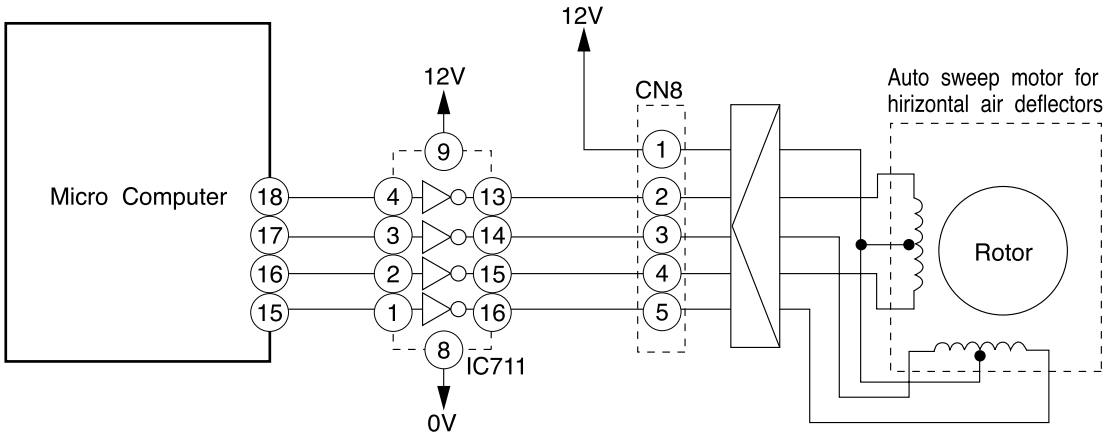
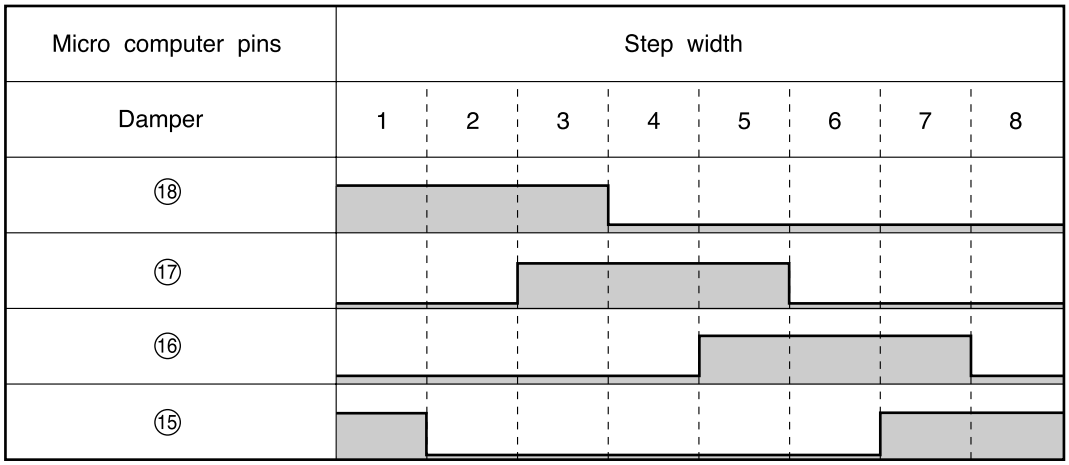

Fig.4-1 Auto Sweep Motor Circuit (Horizontal air deflectors)
Fig.4-2 Micro computer Output Signals
- Fig.4-1 shows the Auto sweep Motor drive cicuit; the signals shown in Fig.4-2 are output from pins ⑮-⑱ of the micro computer.
- As the micro computer's outputs change as shown in Fig.4-2, the core of the stepping motor is excited to turn the rotor. Table 4-1 shows the rotation angle of horizontal air deflectors.